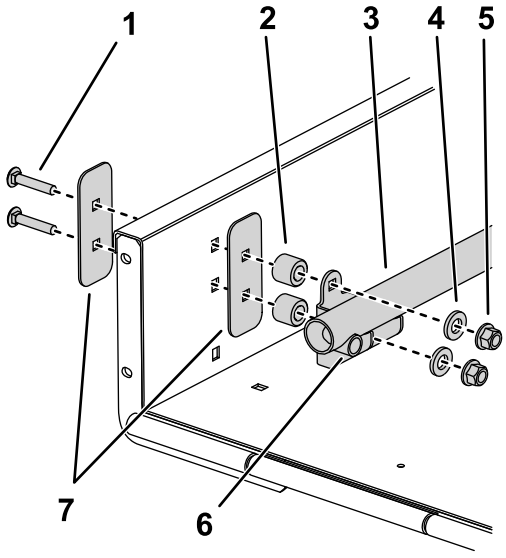

Figur 1
3. Monter rørenhetene med fire avstandsstykker mellom monteringsbrakettene for rørenhetene og veggene på tilhengeren ved hjelp av de fire låseboltene i settet (Figur 1).